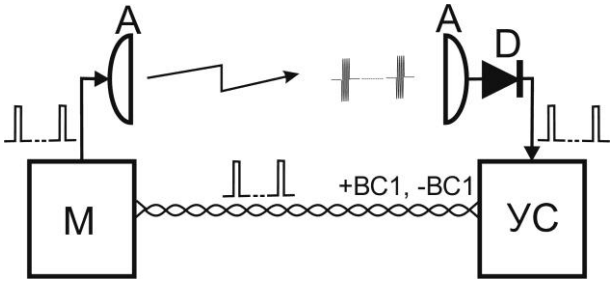

Рис. 6.11
6.2.7.4 При синхронизации по выделенным проводам (+ВС1, - ВС1, см. рис. 6.11), узел синхронизации УС (БУПР) посылает в модулятор М (БПРД) управляющие импульсы с периодом, выбираемым по случайному закону, во время которых антенна А (БПРД), под управлением модулятора М, излучает в направлении антенны А (БПРМ) радиоимпульсы; радиоимпульсы с выхода антенны А (БПРМ) поступают в детектор D, с выхода которого – на узел синхронизации УС БУПР и далее пропускаются через «временные ворота» для обработки и принятия решений. Данный способ обеспечивает невозможность блокирования извещателя с помощью спецсредств и отсутствие влияния близко расположенных радиоустройств, в том числе «чужих» БПРД. Питание БПРД и БУПР может осуществляться от общего или раздельных источников питания.